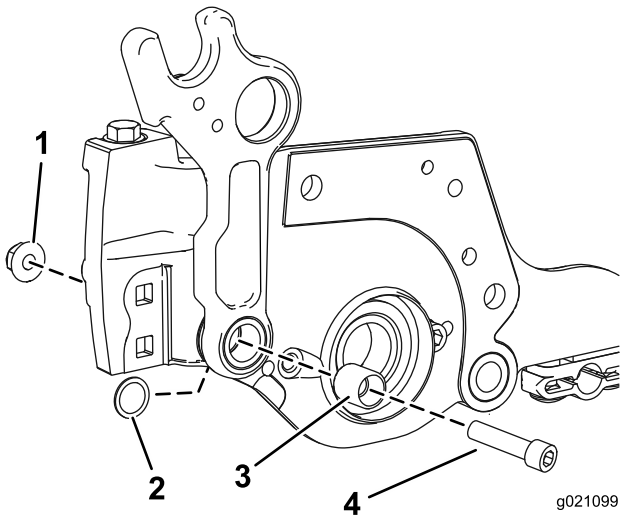

図 5
5. ボルト（3/8-16 x 1-1/4 インチ）1本と新しいスペーサを取り付け、キットに入っているナットで固定する（図 5）。
注 平ワッシャがフレームとサイドプレートの間に入り、平ワッシャが図 5に示すようにスペーサを取り囲んで配置されるようにすること。